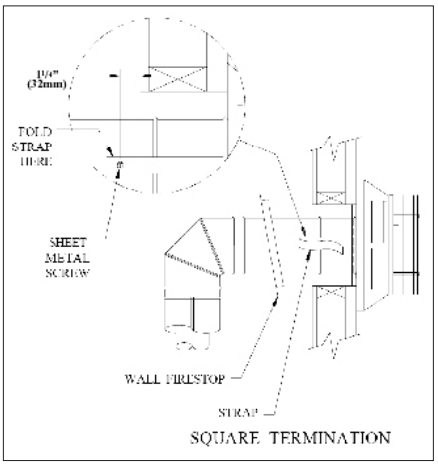

Figure 38: Installation of Vent Pipe to Termination.
Step 6. Slide the appliance and vent assembly towards the wall, carefully inserting the vent pipe into the vent cap assembly. It is important that the vent pipe extend into the vent cap sufficient distance so as to result in a minimum pipe overlap of 1¼ inches (32mm). Secure the connection between the vent pipe and the vent cap. For square caps, attach the two (2) sheet metal strips extending from the vent cap assembly into the outer wall of the vent pipe. Use the two sheet metal screws provided to connect the sheet metal strips to the pipe section. For round caps, use three sheet metal screws and attach cap to pipe section (see Figure 38).